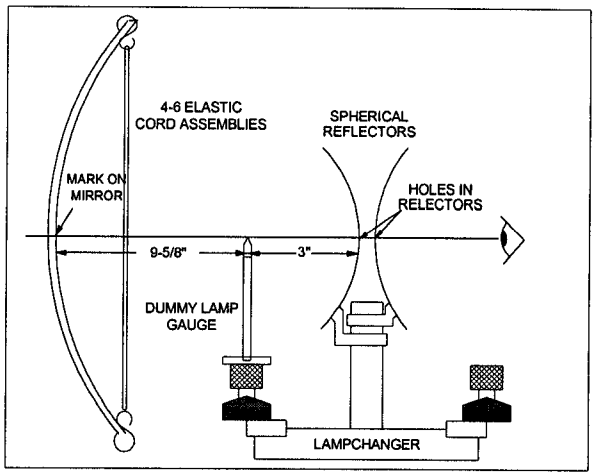

Figure 4-10
c. Using the reflection of your eye in the large mirror, look directly into the beacon until the reflected image of the elastic cords are over their reflection. The reflected center of your eye should now be at the center of the mirrorpoint, as shown in Figure 4-10. Mark this point on the mirror with a grease pencil (newer mirrors have a hole at the center).
e. Install only the spherical reflector in the position of the operating lamp. Sight through the center of the reflector and align it until the mark on the mirror, intersection of the elastic cords, dummy lamp gauge and the holes in the spherical reflector are lined up (Figure 4-10). The distance from the speherical reflector in the operating position to the tip of the dummy lamp gauge should be 3" (use 3" measuring tool to check). Align as necessary then tighten fasteners securing the reflector.
e. Check the focus of the lantern by installing the focus fixture (see figure 4-10) in the operating position of the lampchanger (closest to mirror).